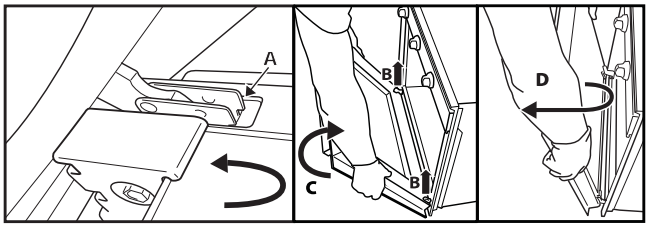

Fig. 2
3. Stäng luckan till anslaget (A), lyft den (B) och vrid runt den (C) tills den lossnar (D) (fig. 2).